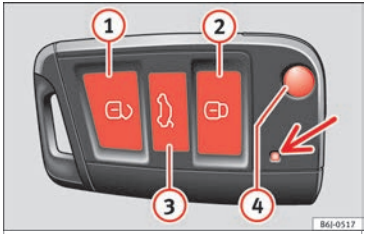

Fig. 135 Assignment of buttons on the remote control key.
By using button (4) ››› **Fig. 135** on the control, the key shaft is released.
Unlocking the vehicle 🔓 ››› **Fig. 135** (1).
Locking the vehicle ⊟ ››› Fig. 135 ②.
Unlocking the rear lid. Press button ⌓ ››› Fig. 135 ③ until all the turn signals on the vehicle flash briefly. When the unlocking button ⌓ ③ is pressed, you have 2 minutes to open the door. Once this time has passed, it will lock again.
Moreover, the battery indicator on the key ››› Fig. 135 (arrow), will flash.
– Press the button (2) ››› **Fig. 135** on the remote control.
– Press the button (1) ››› **Fig. 135** on the remote control.
– Press button ››› **Fig. 135** on remote control to unlock all the doors and rear lid.
– Press button ››› **Fig. 135** on the remote control to lock all doors and the rear lid or turn the key in the door to lock all doors and the rear lid.